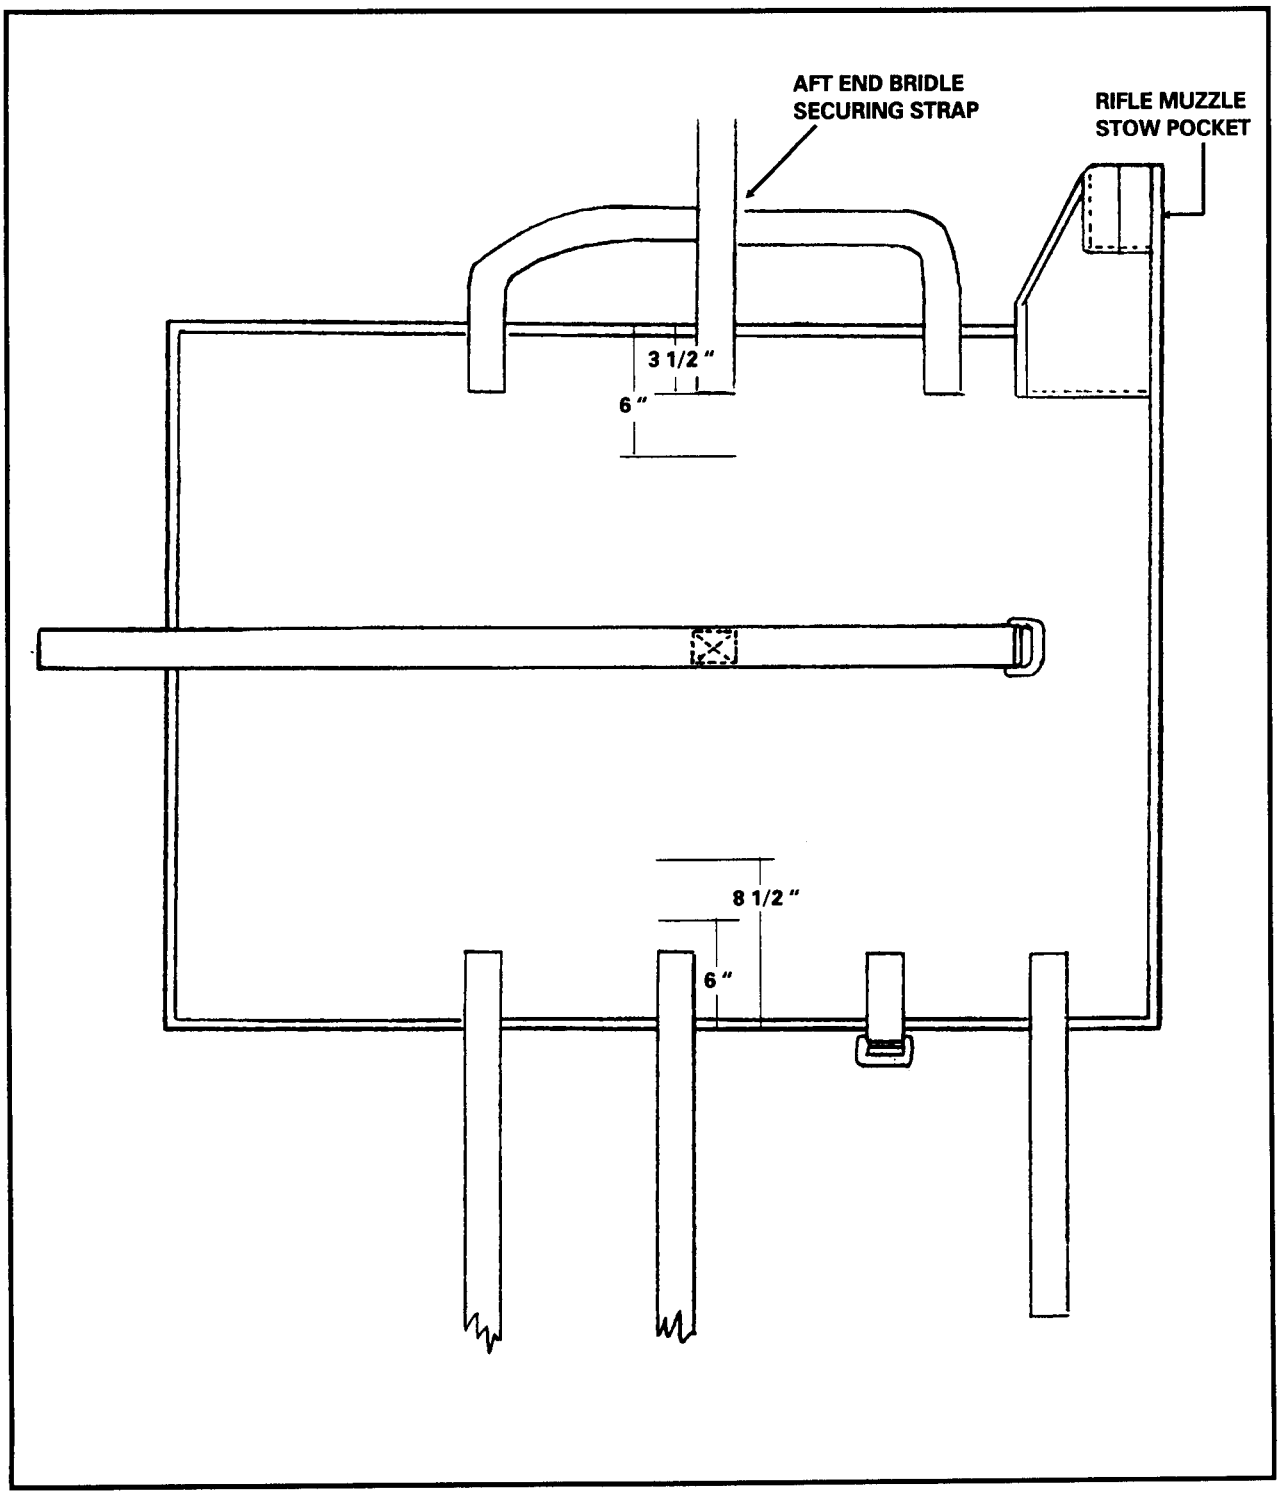

Figure 12-63. Stitching removed and DMJP markings.
c. Locate the point where the aft end bridle securing strap crosses the U-shaped portion and is sewn. Cut and remove this stitching, being carefull to not damage the straps (Figure 12-63, page 12-76).
d. From this side of the DMJP, measure and make two marks at 3 1/2 inches and 6 inches. From the other side of the DMJP, measure and mark at 6 inches and 8 1/2 inches (Figure 12-63, page 12-76).